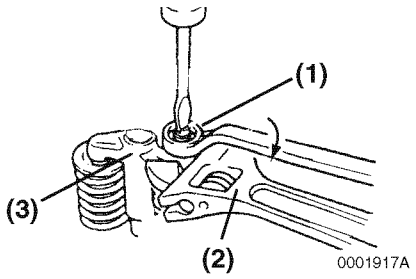

Figure 6-81
4. Loosen the valve bridge adjusting screw lock nut **(Figure 6-81, (1))** while holding the bridge **(Figure 6-81, (3))** with a wrench **(Figure 6-81, (2))**.